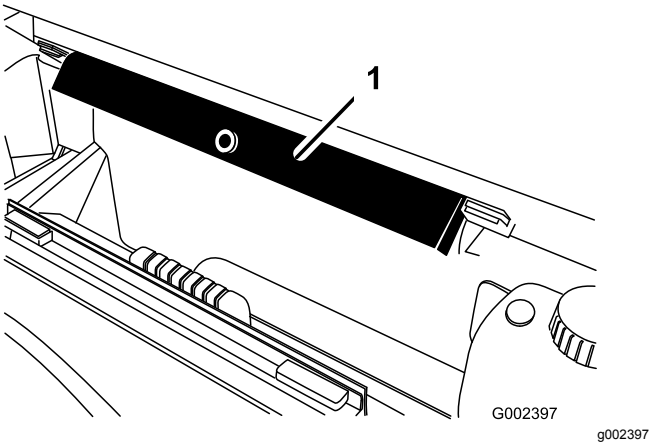

**Figur 14**
9. Fjern støtten til planet fra lagringsbrakettene på baksiden av veltebøylepanelet (Figur 14).